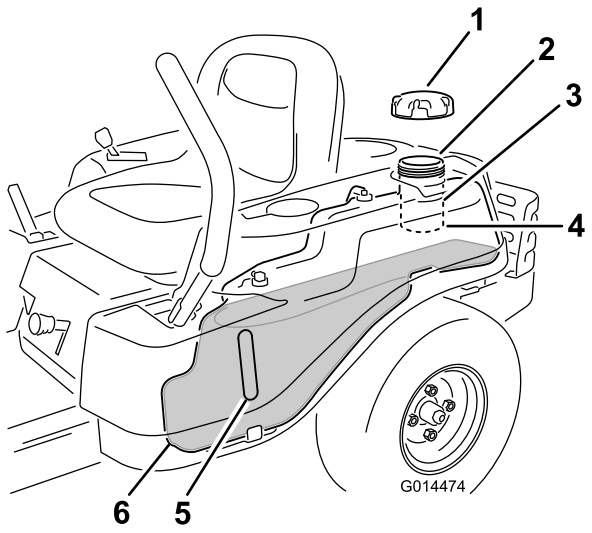

Figuur 8
Opmerking: Gebruik het brandstofvenstertje om voor het tanken na te gaan of er zich brandstof in de tank bevindt (Figuur 8).
2. Voeg **langzaam** benzine toe totdat de brandstof de onderkant van de vulbuis (Figuur 8) bereikt.